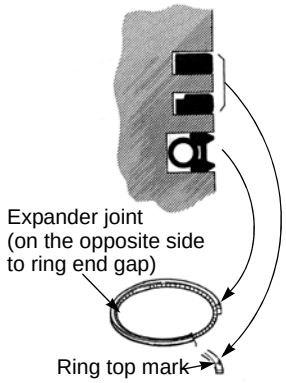

Fig. 3-18
e. Piston ring installing procedure: Install the piston ring to the piston as shown in Fig. 3-18.